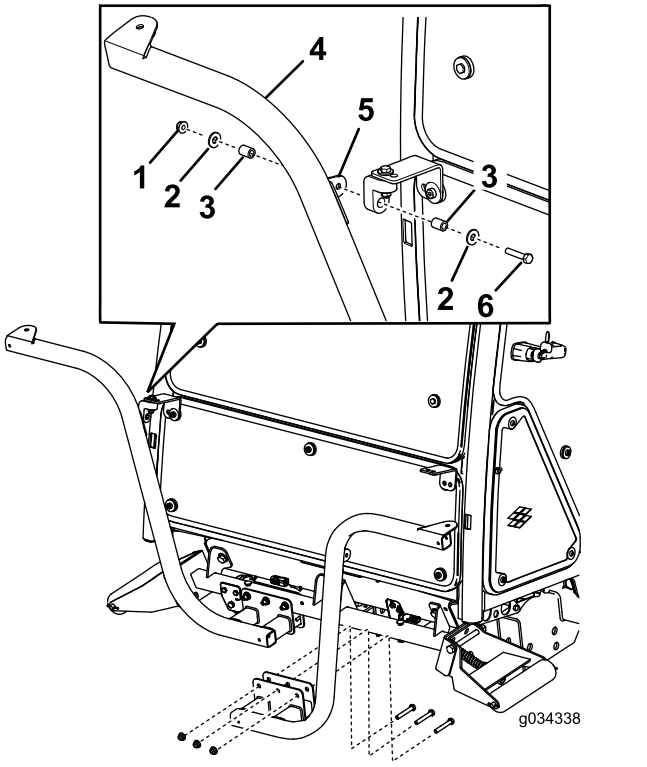

Figur 9
3. Montera de vänstra och högra strålkastarfästena löst på framsidan av rullens stödrör med sex skruvar (3/8 x 2 1/2 tum) och flänsmuttrar (3/8 tum). Placera fästena i enlighet med Figur 9.